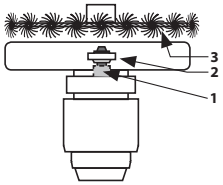

Fig. 13C
- Angle grinders intended for disc diameters of 115 mm or 125 mm can be used for wire cup brushes with a diameter of 65 mm. Wire cup brushes with a larger diameter are too heavy for these angle grinders, which manifests itself by means of high vibrations, which will damage the angle grinder. Wire cup brushes with a diameter of 75 or 80 mm are intended for angle grinders intended for a disc diameter of 150 mm, and wire cup brushes with a diameter of 100 mm are intended for angle grinders with a disc diameter of 230 mm. The maximum permitted diameter of a radial braided brush for angle grinders intended for 115 mm discs is 100 mm. For 125 mm angle grinders it is 115 mm and for larger angle grinders it is 125 mm. Install the radial brush (fig.13c) on to the spindle of the angle grinder 1 on the bottom washer 2 in the orientation shown in fig. 13C, i.e. with the brushes facing upwards, and then firmly tighten it using a wrench. In order to ensure the protection of the user, the wires of the brush must not touch the guard and at the same time the brush must not protrude above the guard. Without the washer (2), the wires will touch the guard, which is forbidden.